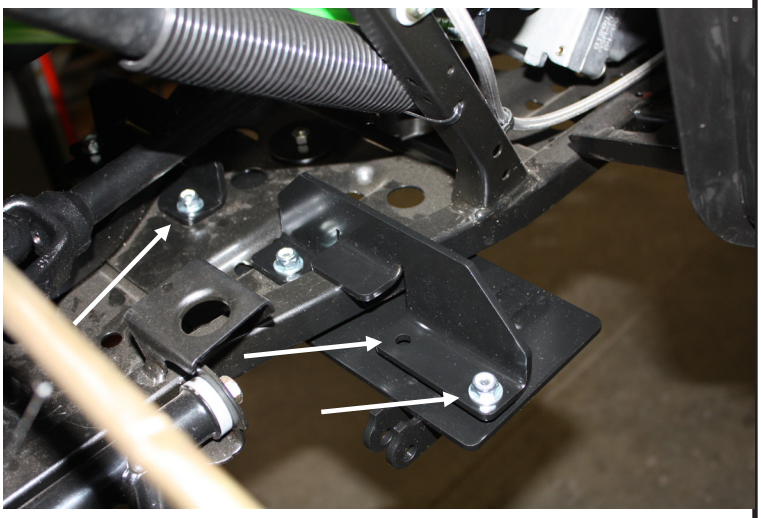

Figure 4 - *Mark Plow Mount Slots*
4. Place the left hand bracket over the frame and line the holes up with the plow mount. Place the three remaining hex head bolts along with three flat washers up through the three holes. Then put three flat washers along with the lock nuts on the bolts. See figure 4